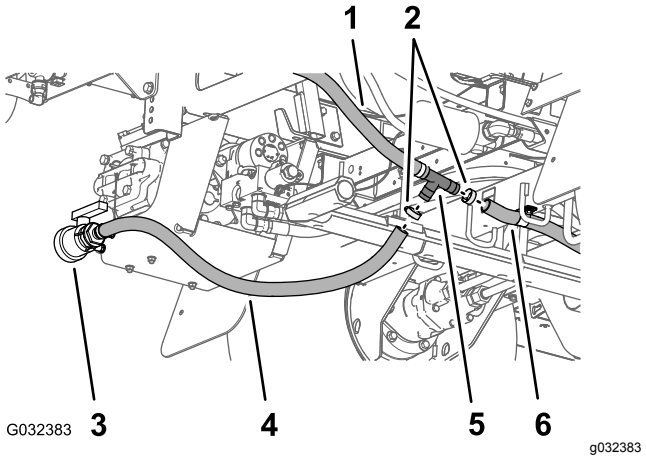

Figuur 52
4. Verwijder de slangklemmen waarmee de slang van de aftapplug en de achterste aftapslang van de tank bevestigd zijn aan de geribde T-fitting (Figuur 52).